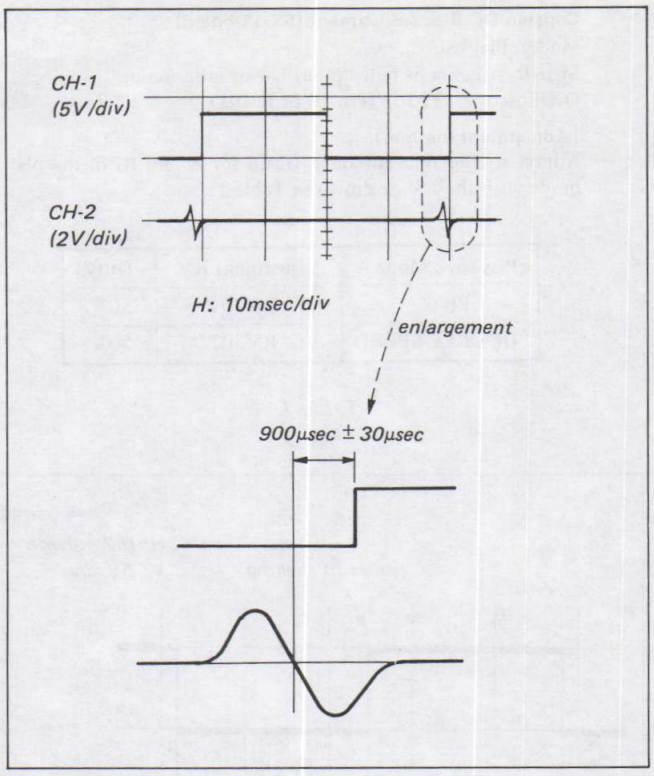

Fig. 5-15. RF switching position adjustment (1)
(1) Adjust to 900μsec ± 30μsec with RV301. (See Fig. 5-15.)